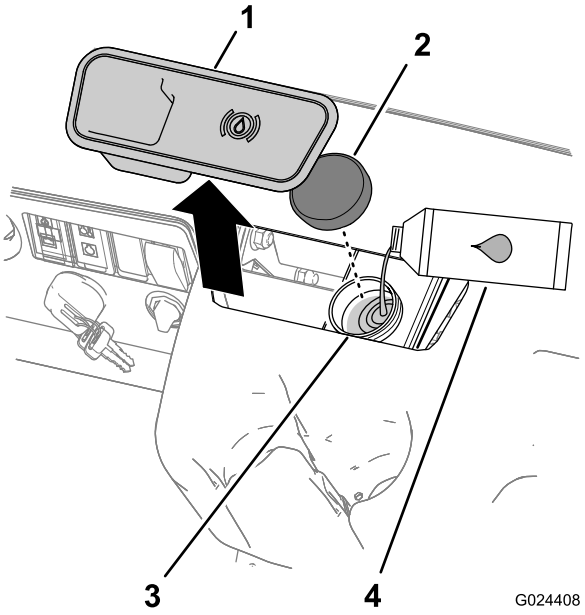

Figuur 13
2. Verwijder de rubberen plug in het midden en op de bovenkant van het dashboard om toegang te krijgen tot de hoofdremcilinder en het reservoir (Figuur 13).
A. Reinig de omgeving van de reservoirdop en verwijder de dop (Figuur 13).
C. Plaats de dop weer op het reservoir (Figuur 13).